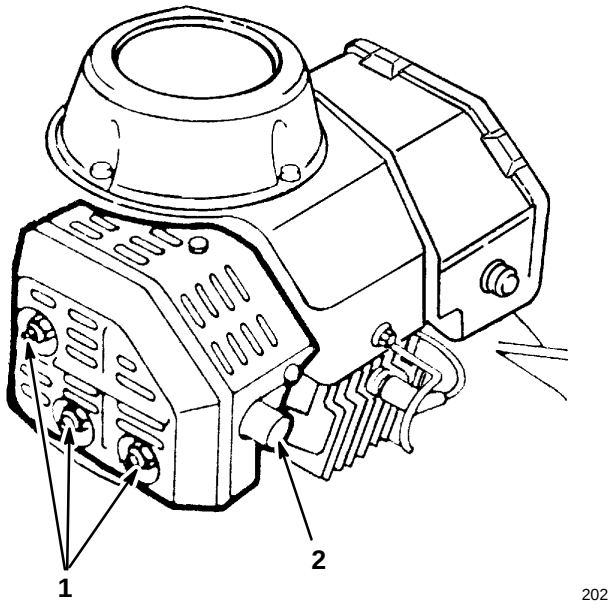

Figure 18
2. Use hard wood scraper and remove carbon from end of muffler pipe (Fig. 18).
3. Remove screw, two nuts, and lock washers (Fig. 18). Slide muffler off mounting pins.
6. Reinstall muffler with screw, (2) nuts and lock washers (Fig. 18). After cleaning exhaust port, make sure muffler gasket is still usable.